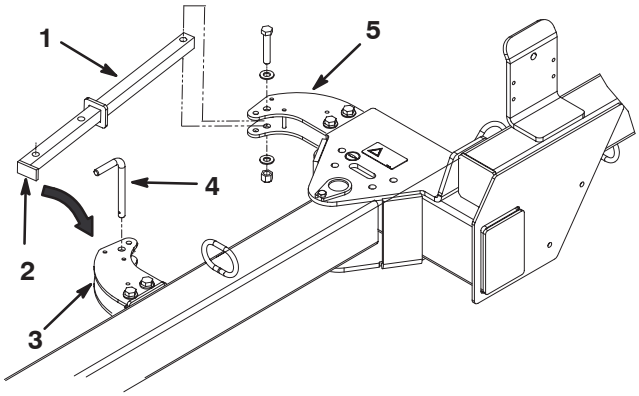

Figur 4
5. Fäst ledarmen vid ledfästet med en 1/2–13 x 2–3/4 tums huvudskruv, (2) 0,531 x 0,063 planbrickor och en 1/2–13 låsmutter. Placera komponenterna enligt figur 4.